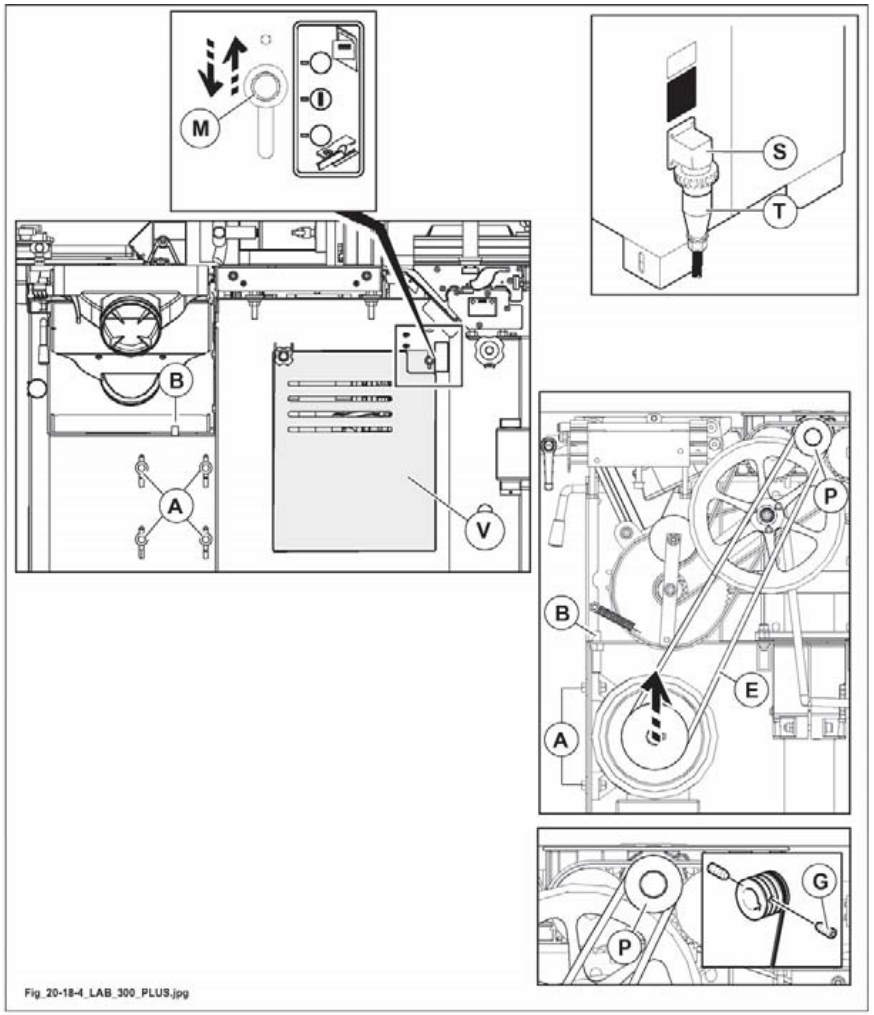

Abb. 20.18-4
bevor man die Maschne einstellt, muß man den Hauptschalter auf O stellen und den Stecker (S Abb. 20.18-4) von der Steckdose (T Abb. 20.18-4) abstecken.
- Den Hebel (M Abb. 20.18.4) heben (wirkt auf einen Mikroschalter, der das Starten des Motors verhindert).
- Die vordere Tür öffnen (V Abb. 20.18.4).
- Die Befestigungsschrauben (A Abb. 20.18-4) lösen.
- Die Stiftschraube (B Abb. 20.18-4) lösen.
Mit einem Hebel den Motor anheben und in dieser Position belassen; die Riemen (E Abb. 20.18-4) vollständig lösen.
- Die Stiftschrauben (G Abb. 20.18-4) lösen und die Riemenscheibe (P Abb. 20.18-4) ausbauen, so dass die Riemen ausgebaut werden können.
- Die Tür schließen (V Abb. 20.18.4).
- Den Hebel (M Abb. 20.18.4) senken.